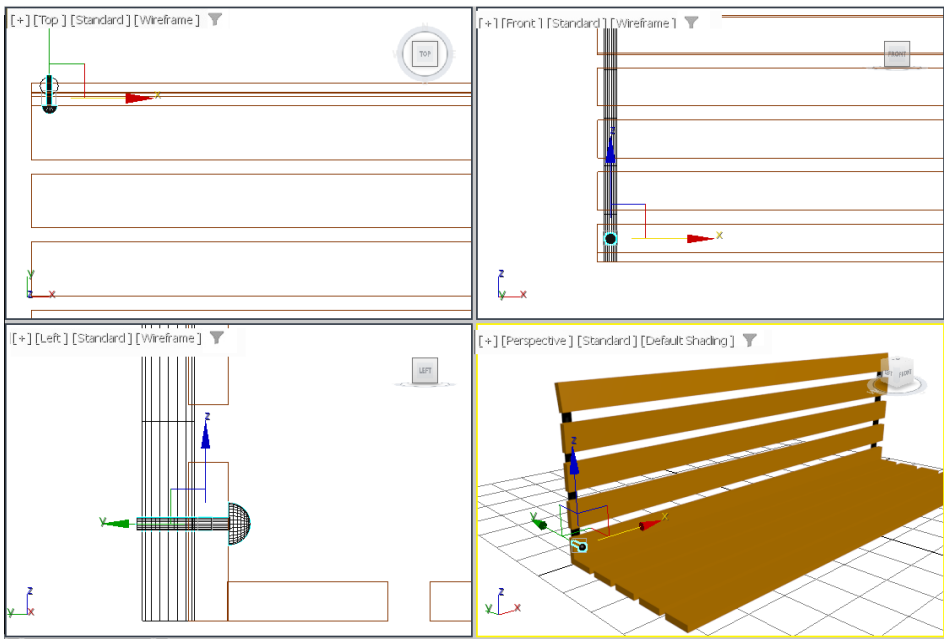

Figure 2-81 *Alignment of rivet001 with horizontal back support*
3. Choose the **Select and Move** tool and align *rivet001* with *horizontal back support* in the viewports, as shown in Figure 2-81.